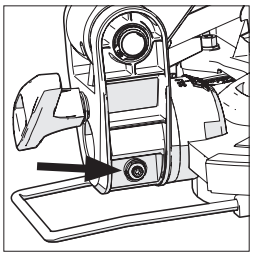

Fig. 11
- Utilisez la clé à tête hexagonale pour ajuster la vis de réglage dedans ou dehors selon les besoins. **(Fig. 11)**